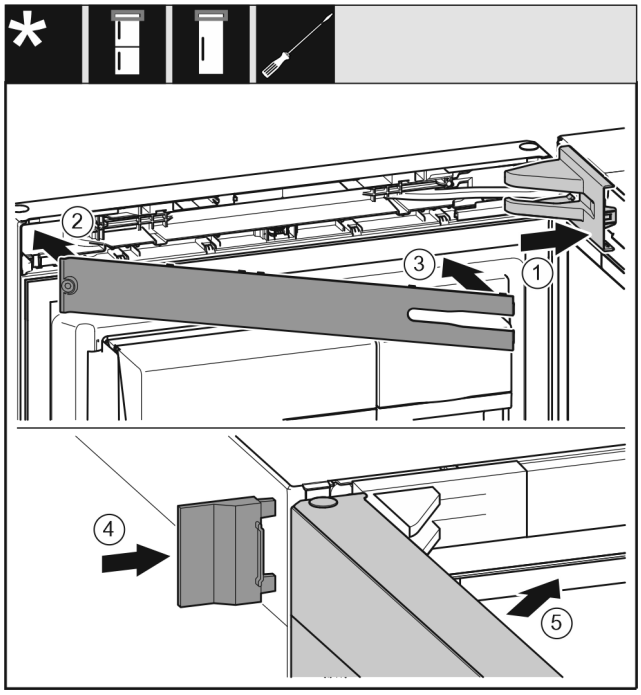

Fig. 22
- ▶ Lagerbockabdeckung aufsetzen und einrasten, ggf. vorsichtig auseinanderdrücken. *Fig. 22 (1)*
- ▶ Blende aufsetzen. *Fig. 22 (2)*
- ▶ Blende einschwenken und einrasten. *Fig. 22 (3)*
- ▶ Äußere Abdeckung aufschieben. *Fig. 22 (4)*
- ▶ Obere Tür schließen. *Fig. 22 (5)*